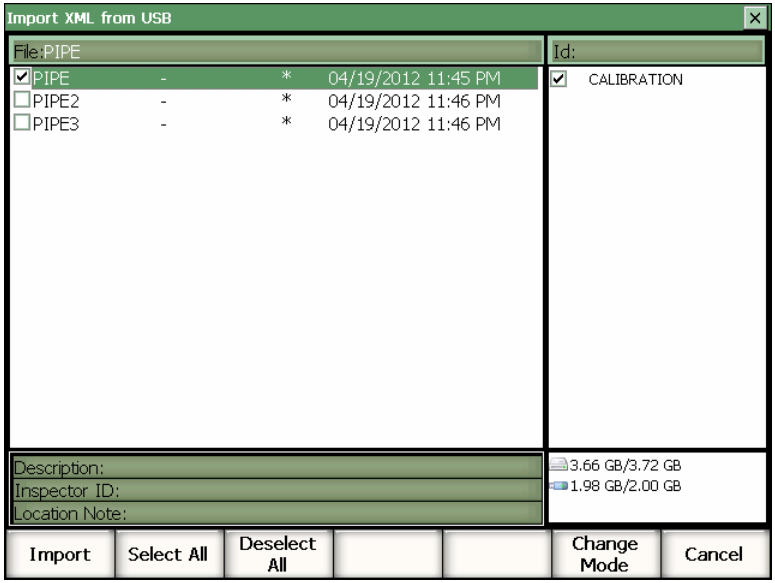

Figure 10-13 The Import page
2. Click **Change Mode** to switch to Import mode (see Figure 10-13 on page 218).